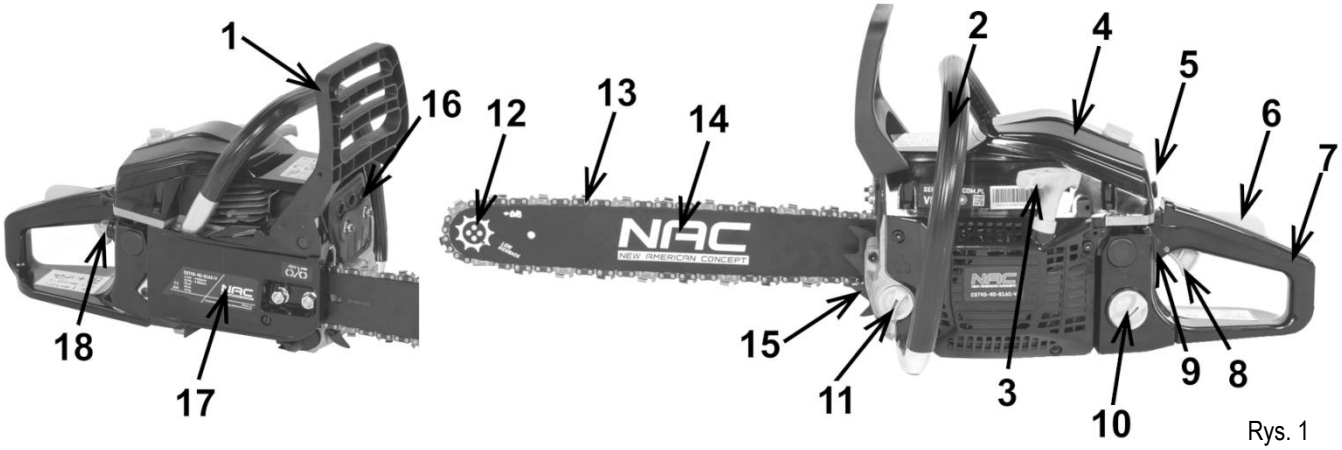

Rys. 1
Budowa pilarki spalinowej. **(Rys. 1)**
1. Otwór do uzupełnienia mieszanki paliwa. Miejsce: obudowa zbiornika paliwa **Rys. 1, pkt. 10**.
2. Otwór do uzupełnienia oleju do łańcucha. Miejsce: obudowa zbiornika oleju **Rys. 1, pkt. 11**.
Miejsce: tylna część urządzenia po lewej stronie **Rys. 1, pkt. 9**.
Miejsce: tylna część urządzenia po prawej stronie **Rys. 1, pkt. 5**.
- odkręcić korek wlewu paliwa **10 (Rys. 1)**,
- zakręcić korek wlewu paliwa **10 (Rys. 1)**.